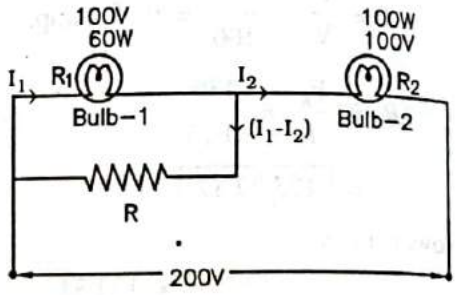

FIG. 1.25
- Let R ohm be the resistance of the resistor connected in parallel with bulb 1 as shown in Fig. 1.25 to limit the current $I_1$ to its rated value.